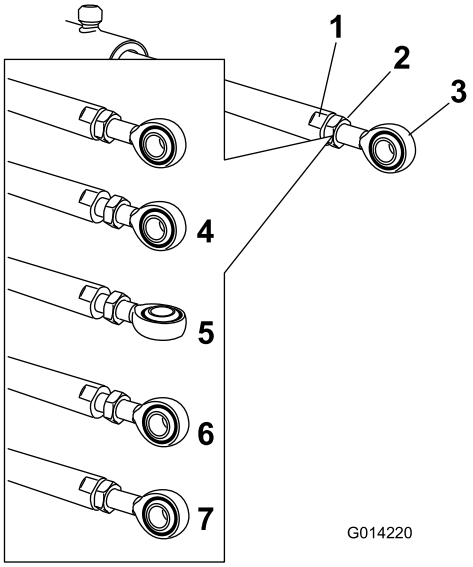

Figur 14
5. Brug en skruenøgle på de flade sider af aktuatorstangen at gøre den ubevægelig, og løsn derefter kontramøtrikken, så øjestangen kan manipuleres (Figur 14).
6. Drej øjestangen i aktuatorstangen, så den forlængede aktuator forkortes eller forlænges til den ønskede position (Figur 14).